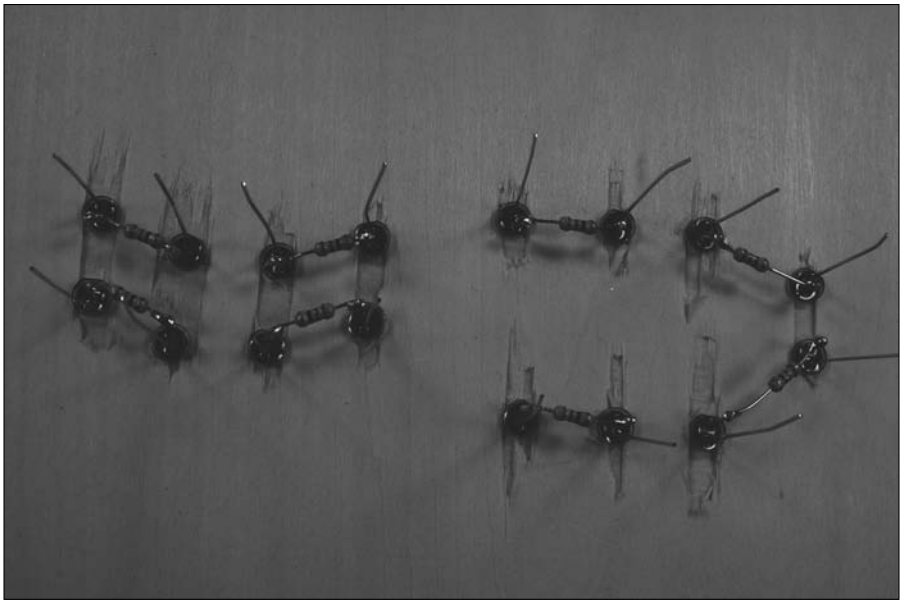
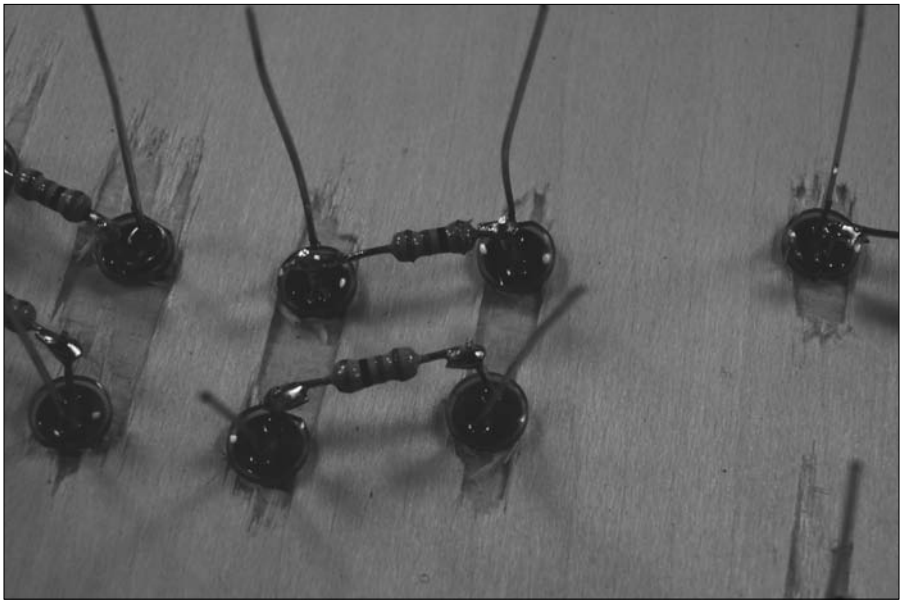

Figure 5-16: Resistors soldered and leads clipped.
Figure 5-17: A close-up of the soldering job.
7. **Attach resistors between the pairs of LEDs, as shown in Figure 5-16.**
Clip only the leads to which you have soldered resistors. Figure 5-16 shows how the LEDs and resistors should look at this point. Figure 5-17 shows a close up to help you see the soldering more clearly.